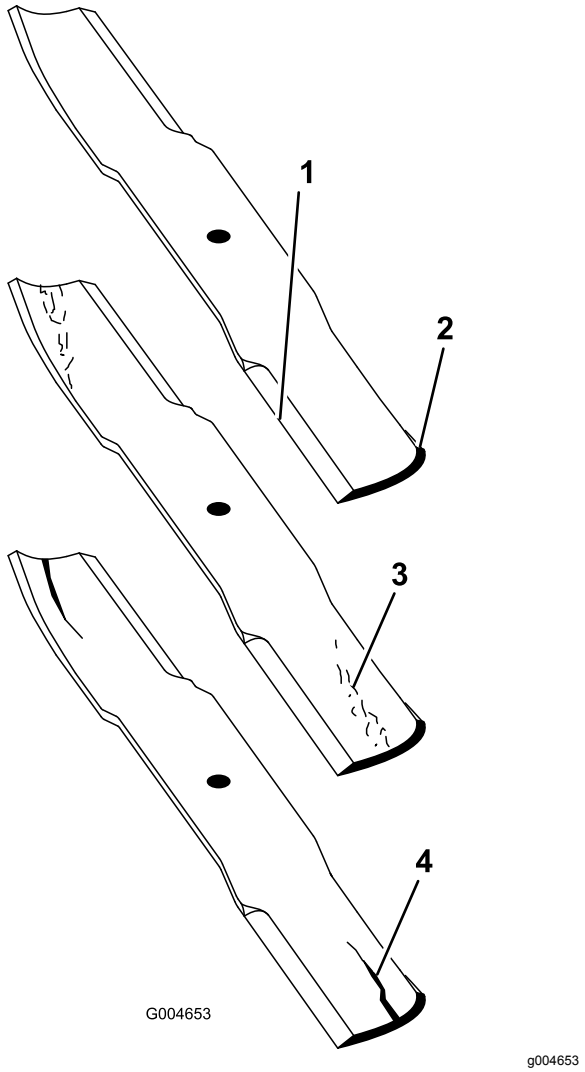

Figur 111
2. Undersök knivseggarna noggrant, i synnerhet där knivens flata och böjda del möts (Figur 111).
Obs: Kontrollera kniven innan du använder gräsklipparen, eftersom sand och slipande material kan slita bort metallen mellan knivens flata och böjda delar. Byt ut kniven om den är sliten (Figur 111).